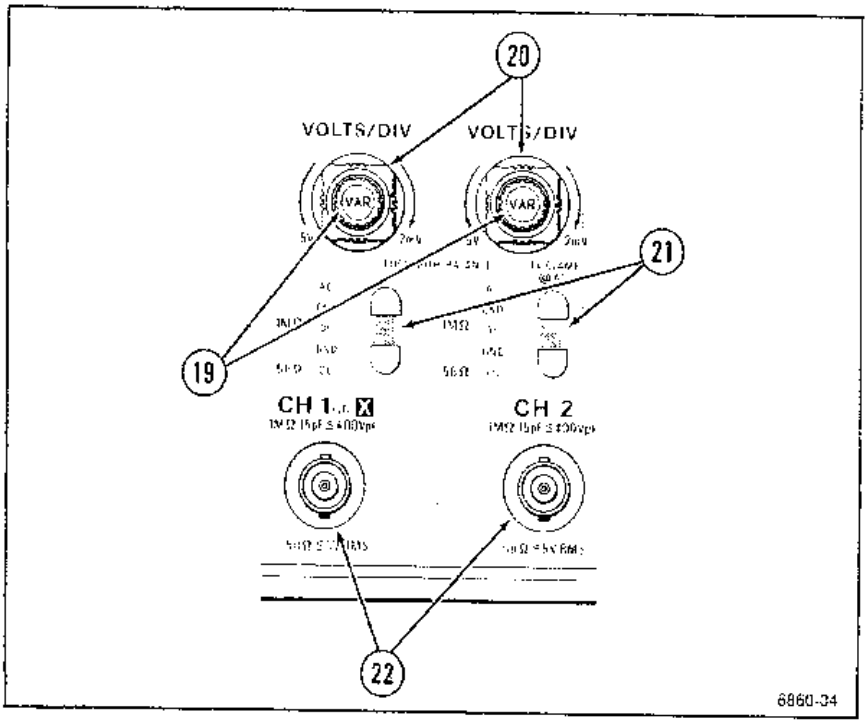

Figure 5-3. Channel 1 and Channel 2 controls and connectors.
Refer to Figure 5-3 for the location of items 19 through 22.
(19) VAR Controls Provide continuously variable, uncalibrated deflection factors between the calibrated settings of the VOLTS/DIV switches. These controls vary the deflection factors from calibrated (fully clockwise detent position) to at least 2.5 times the calibrated deflection factor (fully counterclockwise position). When out of the calibrated detent, a greater than (>) sign appears in front of the associated VOLTS/DIV readout display.
(20) VOLTS/DIV Switches Select vertical deflection factor settings in a 1-2-5 sequence with 11 positions. The VAR control must be in the detent (fully clockwise) position to obtain a calibrated deflection factor. Basic deflection factors are from 2 mV per division to 5 mV per division. The switches can rotate continuously, but have no effect beyond the extreme settings. Deflection factors shown in the CRT readout reflect actual deflection factors when Tektronix attenuation-coded probes are connected to the inputs.